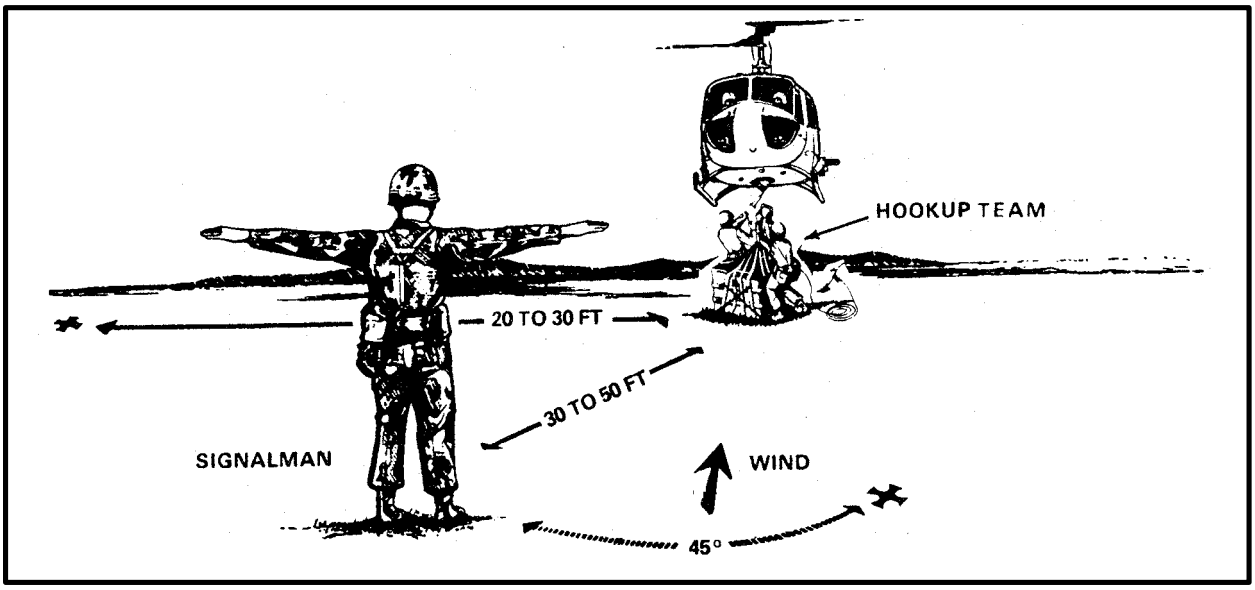

*Figure 5-6. Relationship of Aircraft, Signalman, and Hookup Crew*
**(3)** If the signalman cannot determine which pilot is flying the aircraft, he should position himself at a 45-degree angle from the nose of the aircraft in an open area so the pilot can clearly see him and his hand-and-arm signals. The signals must be precisely given to prevent any misunderstandings between the signalman and the pilot. While the helicopter is hovering, the signalman is responsible for the safety of the hookup team. The hookup team must alertly watch the helicopter during the complete operation (Figure 5-6).